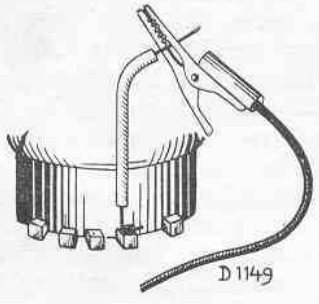

Fig. 7
3. Mettre hors service le générateur en raccordant au châssis la connexion de C31 vers le commutateur de longueurs d'onde. Raccorder l'appareil auxiliaire, voir ci-après, à travers un petit condensateur d'environ 1000 $\mu\mu$F, à la plaque de L2. Cela est facile à faire en soudant un fil au contact d'anode de L2, fig. 7 et connecter l'indicateur de sortie après cet appareil auxiliaire.